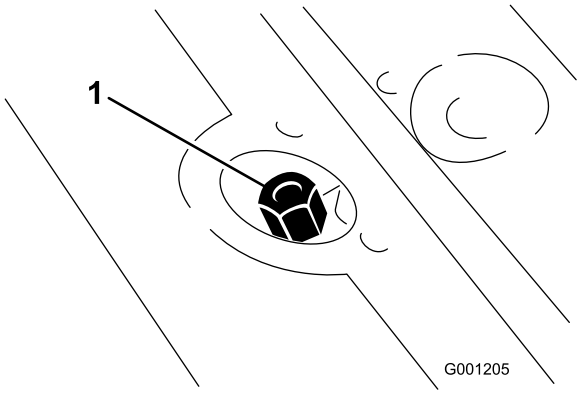

**Figur 24**
2. Fjern målepindens dæksel (Figur 24) fra påfyldningsstudsen, og aftør det med en ren klud. Skru målepindens dæksel fingerstramt på påfyldningsstudsen. Fjern det derefter igen, og kontroller væskestanden. Hvis oliestanden ikke ligger inden for 13 mm fra rillen i målepinden, skal der påfyldes tilstrækkeligt hydraulisk væske af høj kvalitet, så niveauet når op til rillemærket. Fyld ikke for meget på.